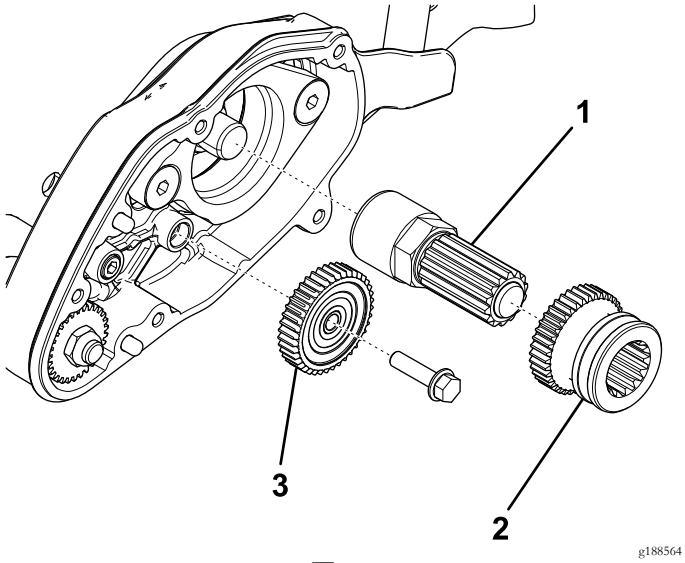

図 2
4. 40枚歯のアイドラギアを外す図 2。
5. リールシャフトの延長部から駆動ギアとシャフトアセンブリを外す図 2。